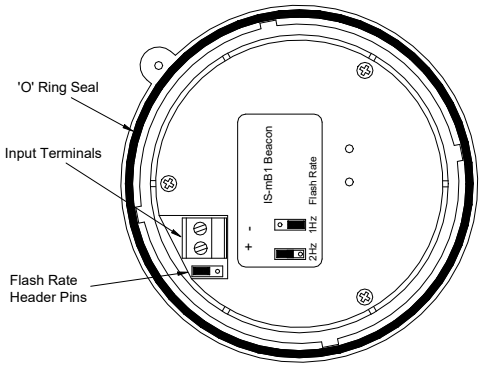

Fig 1 Location of field terminals and controls.
c. Fit the required number of 20mm cable glands or conduit entries into the base and connect the field wiring to the appropriate beacon terminals as shown in section 6 and Fig 1 of this manual.
d. Check that the 'O' ring seal is correctly located on the beacon section (see Fig. 1) and insert the beacon section into the base. Push it fully home and turn it clockwise to align the mouldings before tightening the security screw.
The flash rate is selected by the position of the pin header next to the input terminal block (see fig 1).